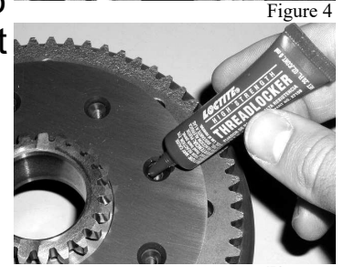

Figure 5
- Apply Red Loctite* generously to the cleaned screws and to the threads on the basket (Figure 5 and 6)